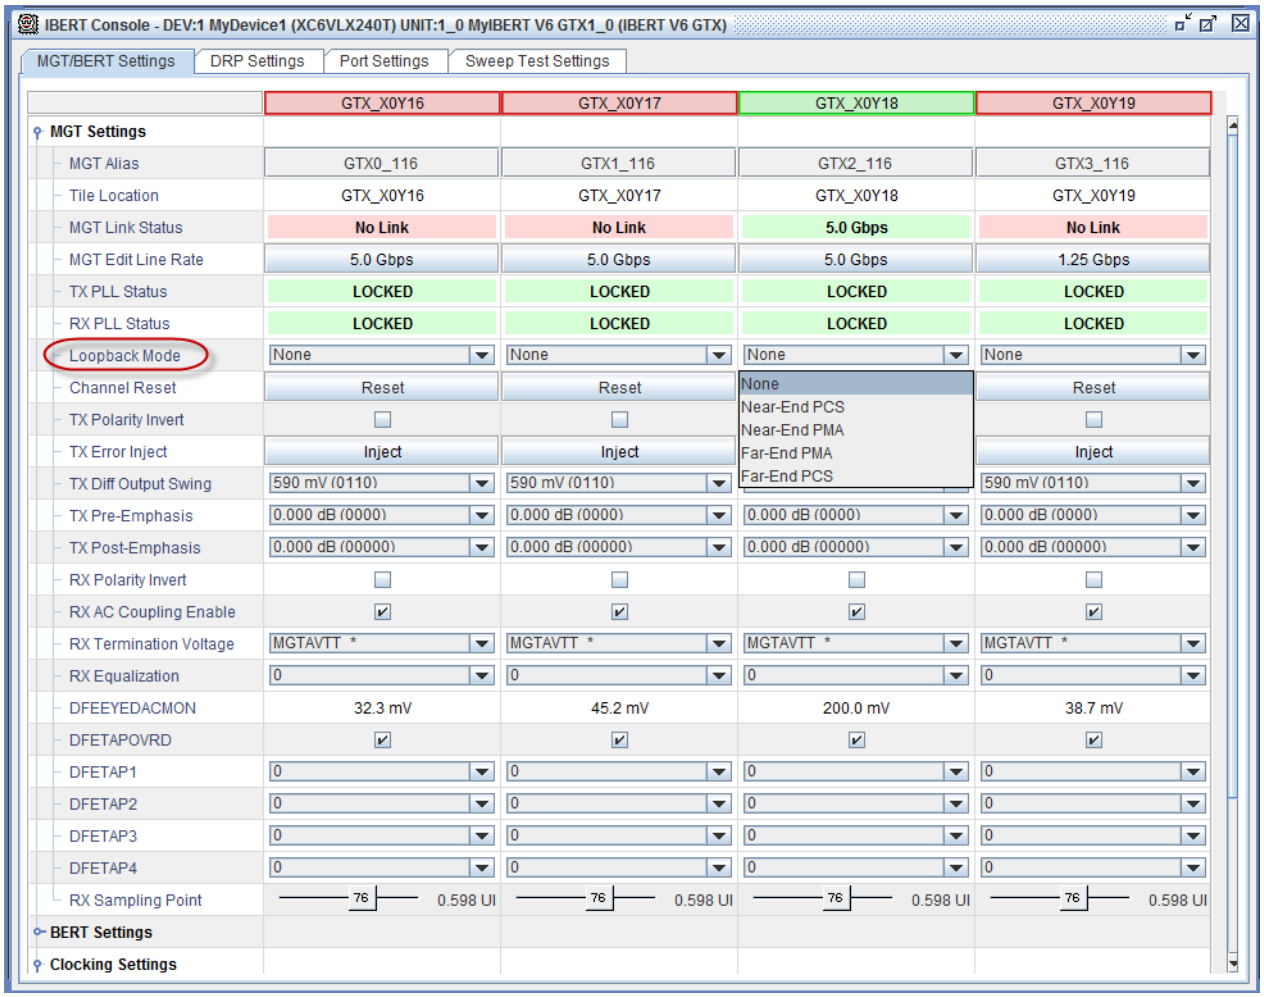

Figure 5: **IBERT Console Window for Virtex-6 FPGA GTX Transceivers**
4. With initial settings on the loopback modes, the interactive **IBERT Console** window appears, as shown in Figure 5.